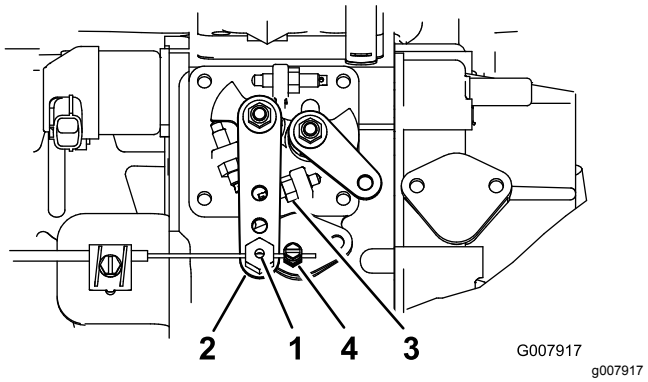

图50
2. 拧松油门拉线接头接头位于油门拉线上靠近喷射泵控制杆的地方图50。
3. 将喷射泵控制杆臂固定到高怠速限位螺栓图50上。